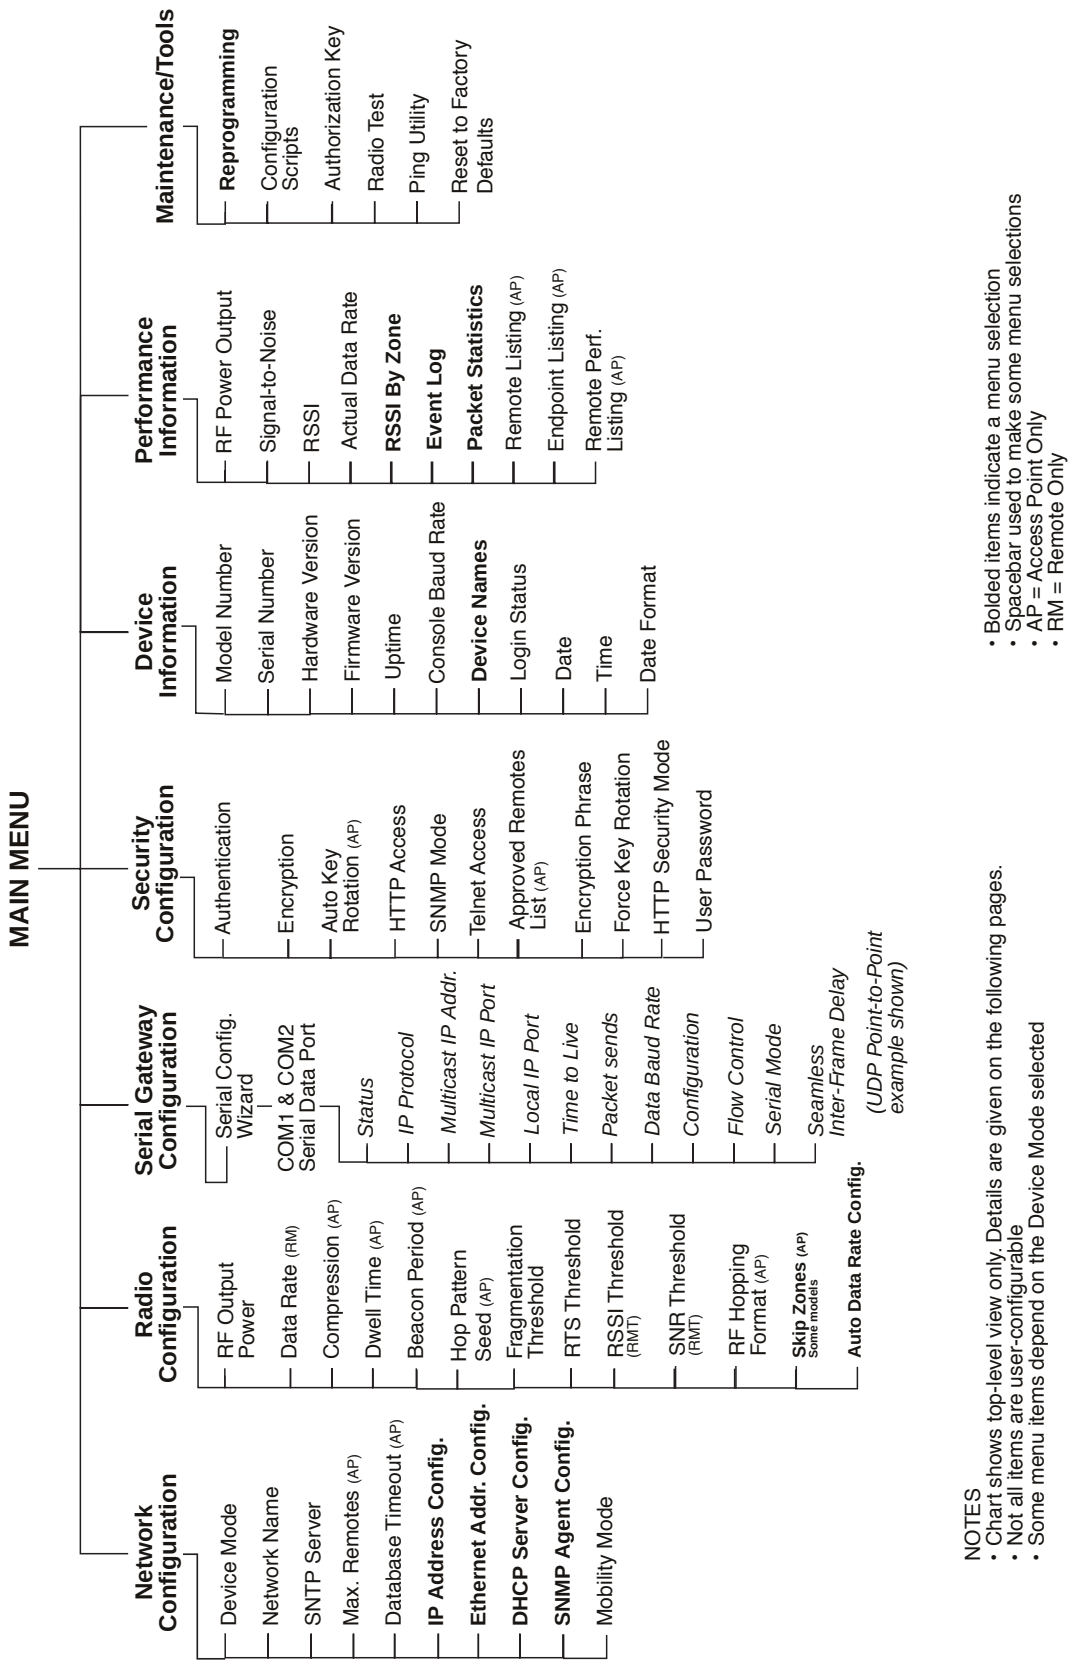

Figure 3-1. Embedded Management System—Top-level Flowchart
Each of these sections has a focus that is reflected in its heading. The section you are now reading provides information on connecting to the Management System, how to navigate through it, how it is structured, and how to perform top-level configuration tasks. Figure 3-1 on the following page shows a top-level view of the Management System (MS).